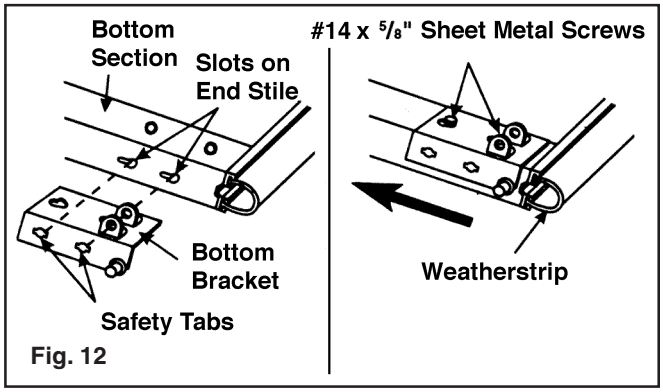
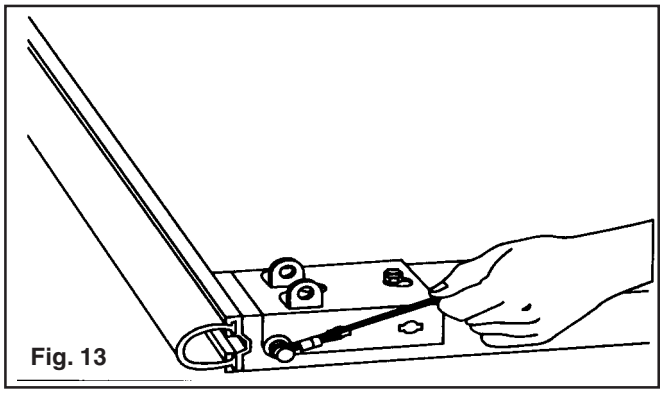

Fig. 12
Fig. 13
**Step 3:** Insert safety tabs on bottom bracket into slots on end stile of door. Slide bottom bracket up to fully engage tabs (FIG. 12). Attach all hardware with #14 x 5/8" sheet metal screws. Attach the bottom brackets with two screws to the bottom corners of the section. Screws go into the end stiles. Hook the looped ends of the steel lift cable over the buttons on the bottom brackets. (If your door came with standard extension or EZ-Set Extension Springs™, the lift cables are the longer and smaller diameter of the two sets of cable. If your door came with EZ-Set Extension Springs™, do NOT attach lift cables at this time! Do NOT use the shorter safety containment cables as lift cables, as this can cause improper door function). (FIG. 13)